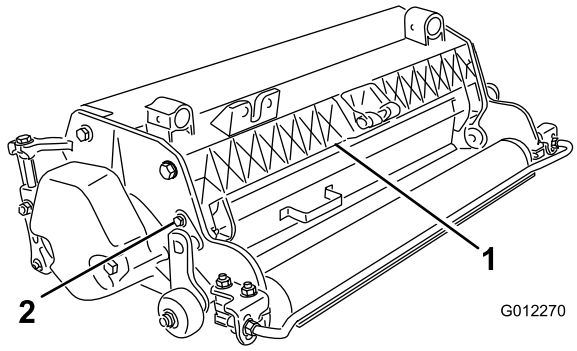

Figur 5
1. Lossa bultarna på svängtappen på grässkyddet (Figur 5).
2. Vrid grässkyddet till önskad inställning och dra åt bultarna (Figur 5).